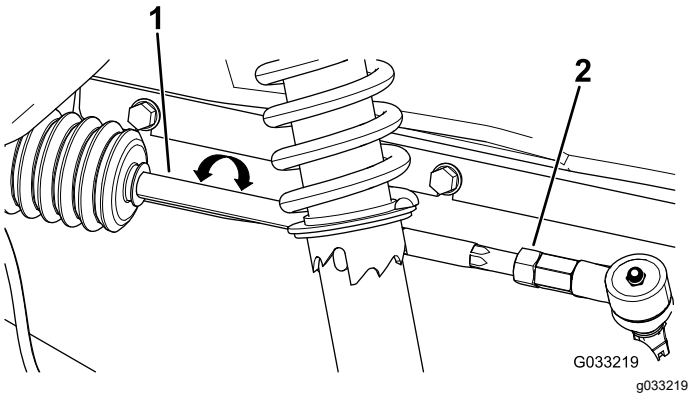

Figur 57
2. Hvis målene ikke er mellom 0 og 6 mm, løsne låsemutteren i den ytre enden av parallellstagene (Figur 57).